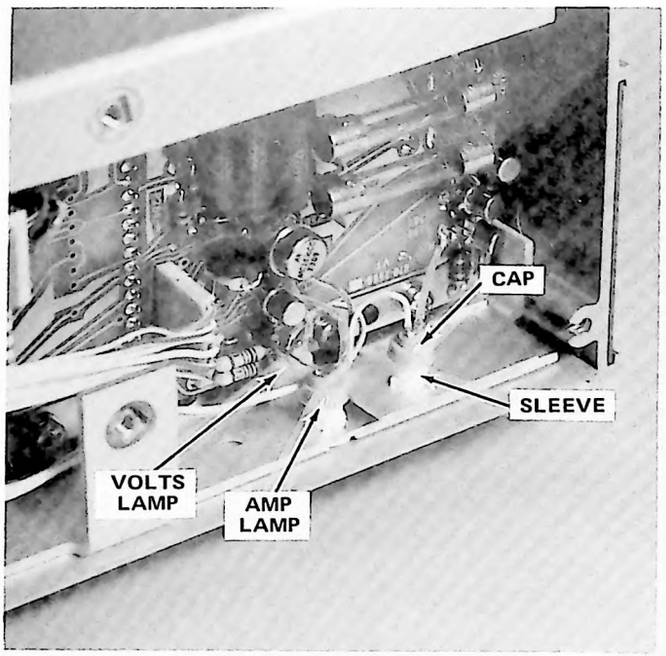

Fig. 4-6. Location and assembly details of indicator lamps.
b. Lift the three-lamp holder caps away from the plastic sleeves (see Fig. 4-6).